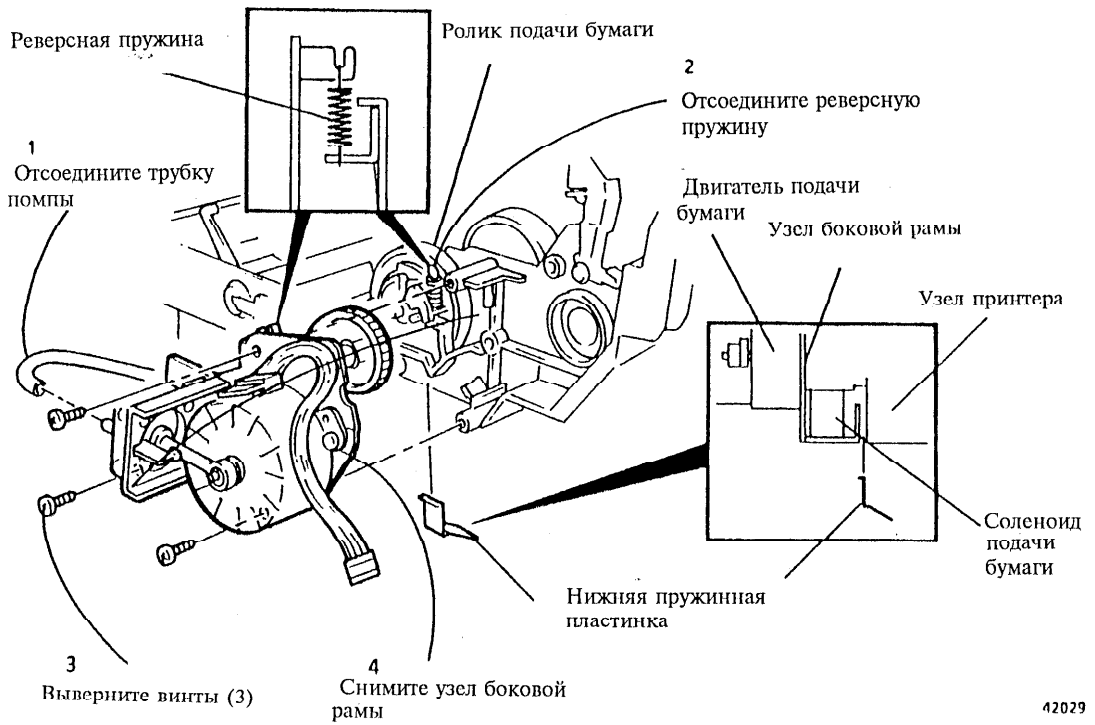

Рис. 2 Снятие узла боковой рамы
5. (Рис. 2): Снимите узел боковой рамы. Будьте внимательны, не потеряйте шестерни.